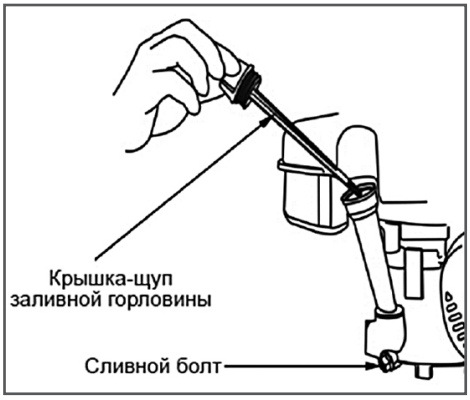

Рис. 17 Замена моторного масла
3. Извлеките крышку-щуп (Рис. 17) из маслозаливной горловины.
4. Открутите сливной болт (Рис. 17) и слейте отработанное масло в подготовленную для этого емкость.